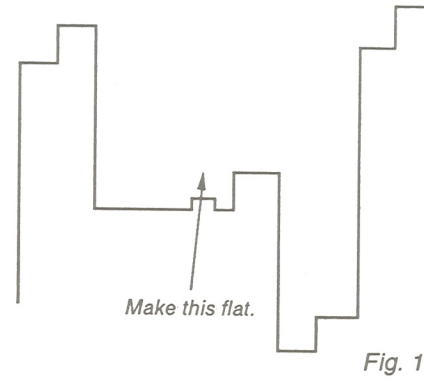

Fig. 12
4) Adjust [NTSC PHASE] so that the output waveform burst section becomes a straight line. (Fig. 12)